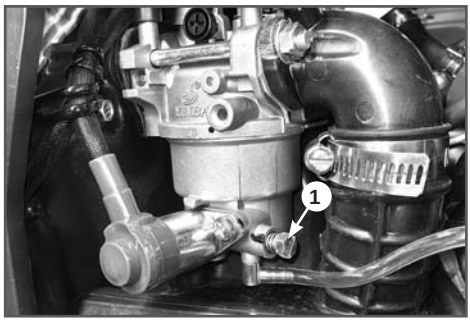

Рис. 16. Слив топлива из карбюратора
6. Отвёрткой с плоским наконечником или ключом 10 мм открутите на карбюраторе винт 1 на 2-3 оборота и слейте топливо из поплавковой камеры через дренажную трубку в подготовленную для этого емкость (Рис. 16).
1. Слейте топливо из топливного бака и карбюратора (Рис. 16).